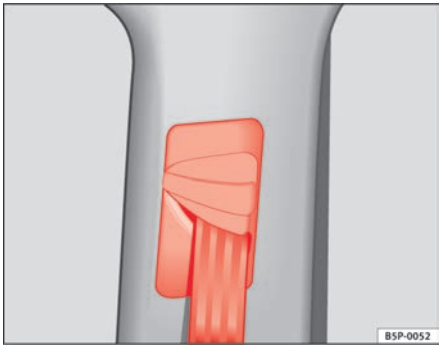

Fig. 17 Location of the belt height adjuster
– Press the upper part of the shoulder belt guide and hold it in this position ⇒ page 27, fig. 17.